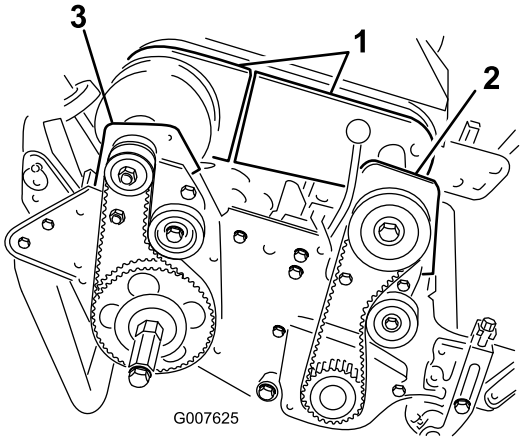

**Rysunek 41**
4. Usuń śruby mocujące przednie i tylne sekcje pokrywy mechanizmu różnicowego do obudowy mechanizmu różnicowego i rozsuń sekcje pokrywy, aby odsłonić pasek (Rysunek 41).
6. Zdemontuj 2 śruby i przeciwnakrętki mocujące obudowę przedniego sprzęgła do płyty bocznej (Rysunek 41).
8. Usuń 2 śruby i przeciwnakrętki mocujące obudowę tylnego prawego łożyska do płyty bocznej (Rysunek 41).